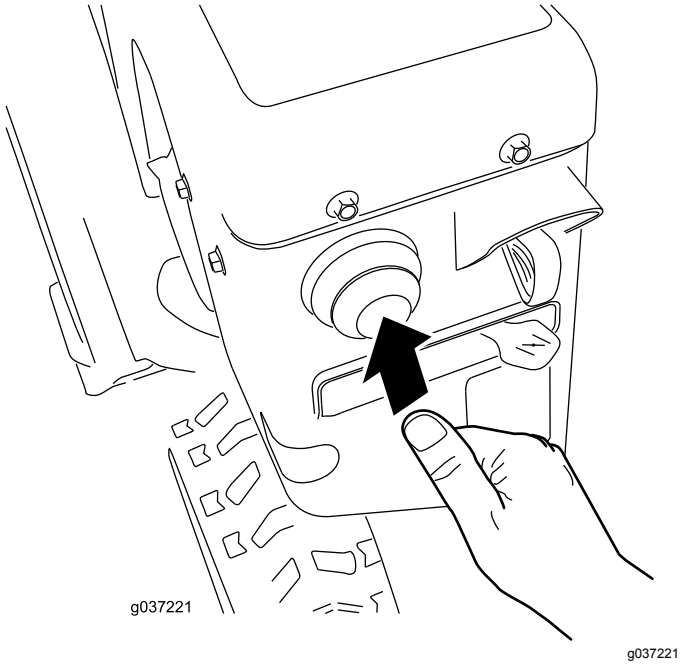

Figur 21
4. Tryk spædepumpen godt ind med tommelfingeren som anført i følgende tabel, og hold den hver gang inde i et sekund, før du slipper (Figur 21).